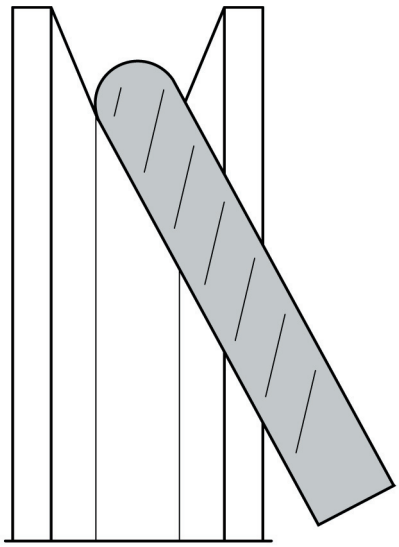

Abb. 4: Seilablenkung in Schlagrichtung
- in Richtung ihrer Schlagrichtung (Abb. 4) als auch